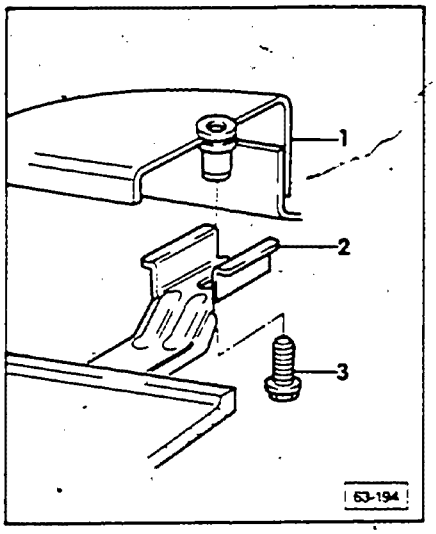

Fig. 3 Front spoiler top mounting, assembly
- unbolt upper mounting bolts on spoiler Fig 3